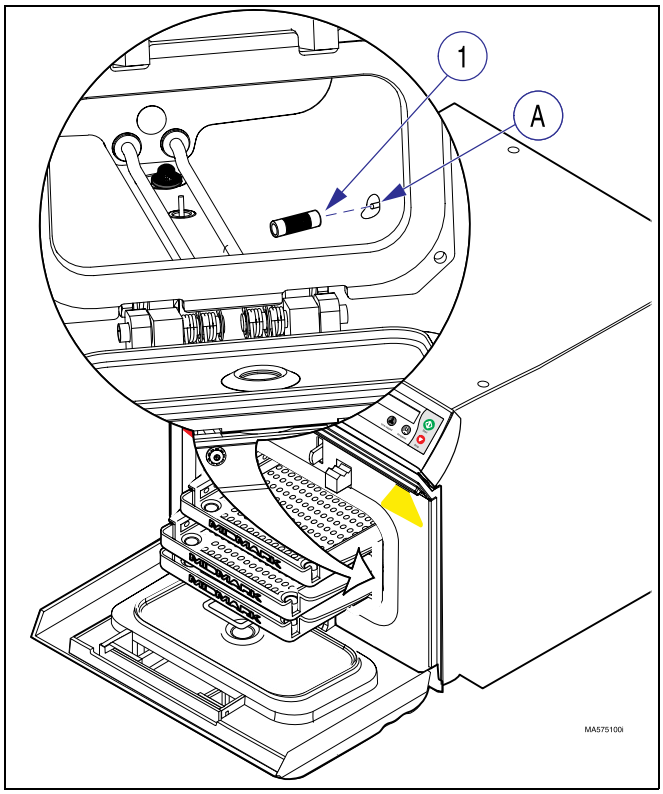

Figure 4-7. Filter Screen
(1) Open sterilizer door.
(2) Remove tray rack and trays (Refer to para 4.6).
(3) Using a pointed instrument, pull filter screen (1, Figure 4-7) out of temp sensor cavity (A).
(1) Push filter screen (1, Figure 4-7) into temp sensor cavity (A) as far as it will go.
(2) Install tray rack and trays (Refer to para 4.6).
(3) Close sterilizer door.